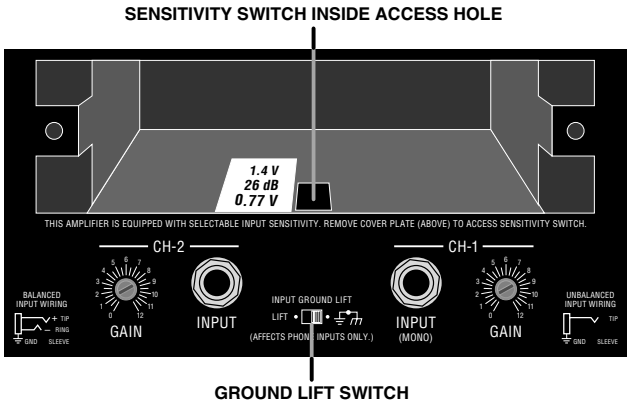

Figure 3.7 Input Sensitiviy and Ground Lift Switches
2. Locate the access hole for the sensitivity switch inside the chassis opening (Figure 3.7). The sensitivity switch will not be visible because it is mounted below the hole. Use your little finger to reach it.
The **ground lift switch** (Figure 3.7) is located on the back panel and can isolate the input signal grounds from the AC (chassis) ground. It affects only the phone jack inputs and has no effect on accessory input connectors. Sliding the switch to the left isolates or "lifts" the grounds by placing an impedance between the sleeve of each phone jack and the AC ground.